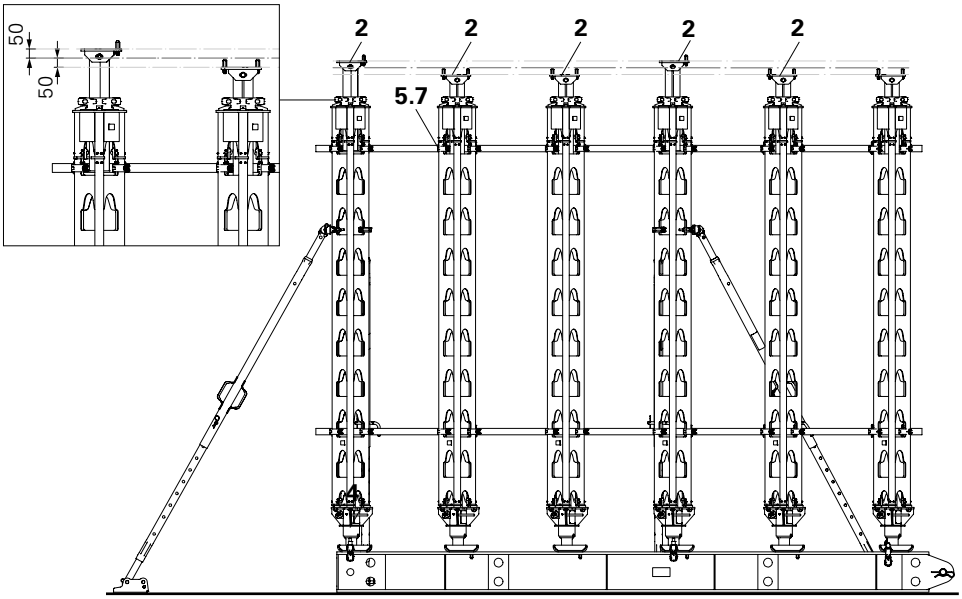

Fig. A3.04
1. Spindle out Head Spindle (2) of the intermediate props approx. 50 mm under the nominal dimension.
2. Place HD Props on the Base Beam (4). Centre with centering bolts or by aligning manually.
3. Connect scaffold tubes and props with two standard couplers (5.7) each. (Fig. A3.04)